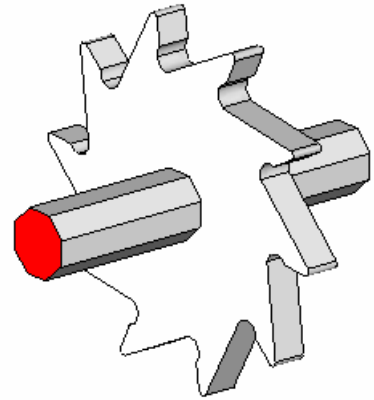

Figure 12. Selecting the surfaces that are the ends of the axle
4. In the **Constraints** window, click **Assign**. Select the two surfaces that are the ends of the axle (Figure 12) then press **ESC** (or **Finish** in the **Constraints** window).